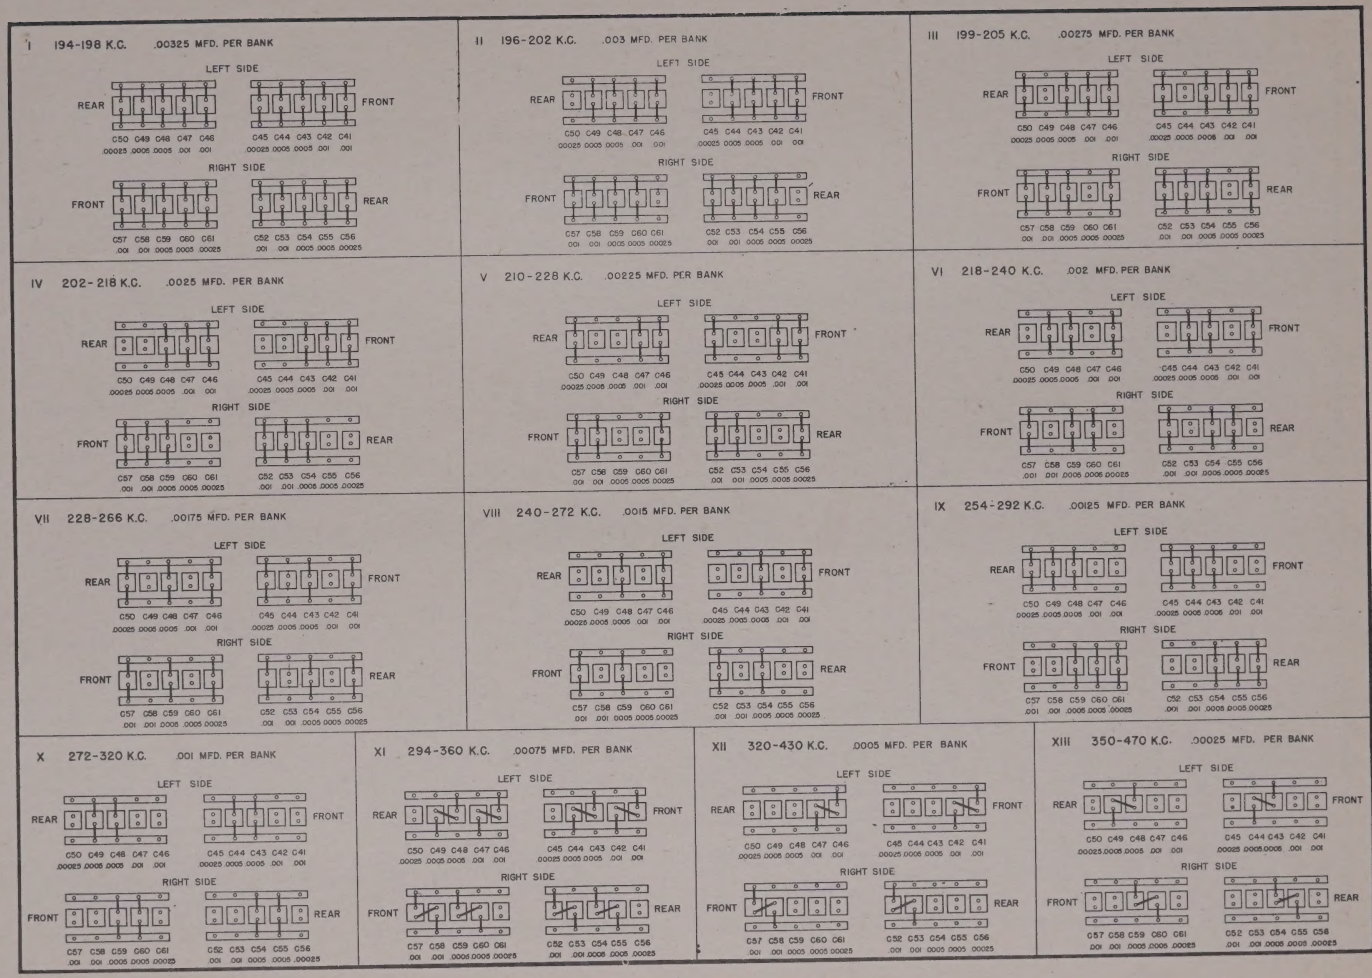

Figure 23. Goniometer secondary tuning bands, loop connection.
d. If the SECONDARY TUNING dial setting for minimum current occurs at 100 on the dial, change the goniometer secondary capacitor bank to the next higher frequency shown in figures 23 and 24. If it occurs at 0, try the next lower frequency band. In trying a new band, be sure to return the OUTPUT COUPLING dial to the original setting, and be sure to reset the LINK SWITCH to GONIO TUNE before operating the PLATE switch to ON again.